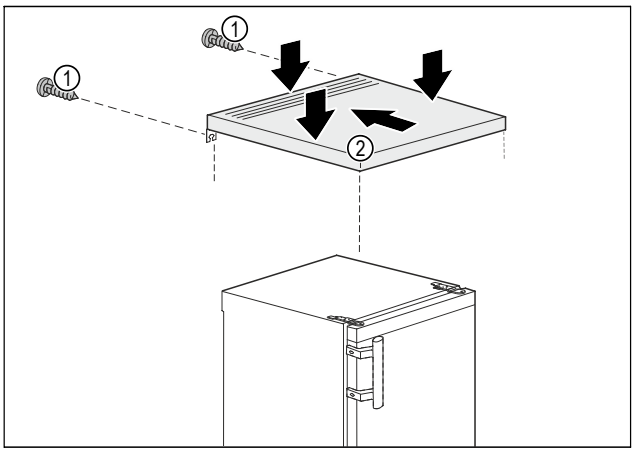

*Fig. 4*
▶ Place the table top *Fig. 4 (2)* on the appliance.
▶ Push the table top *Fig. 4 (2)* backwards.
▶ Press the table top *Fig. 4 (2)* down at the back.
▶ Tighten the screws *Fig. 4 (1)* on the rear end.
▷ The table top *Fig. 4 (2)* has been fitted.